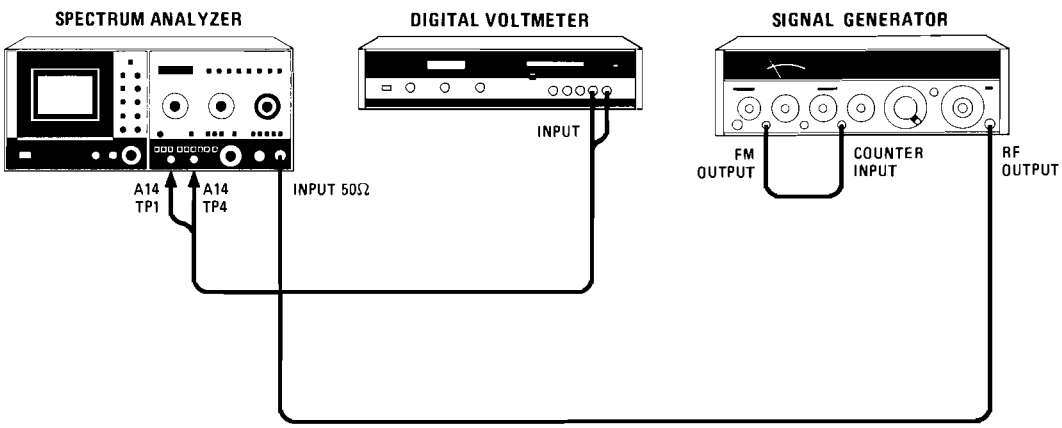

Figure 5-36. Tuning Stabilizer Control Adjustment Test Setup
b. Reconnect power cord, set LINE switch ON, and connect equipment as shown in Figure 5-36.